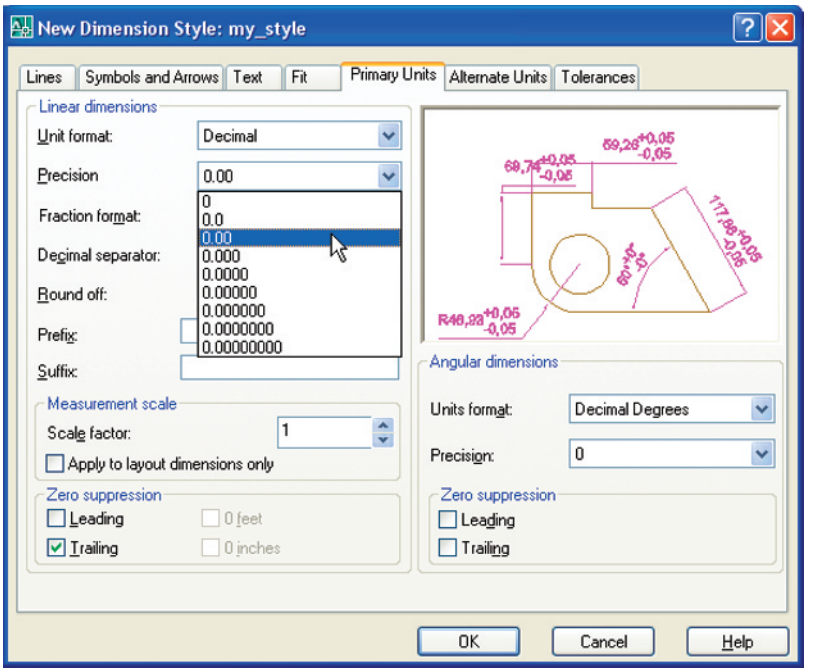

Fig. 6.21 The **Primary Units** sub-dialog of the **Dimension Style Manager**
2. *Clickthe* **Modify...** button of the dialog, followed by a *left-click on* the **Primary Units** tab and in the resulting sub-dialog make settings as shown in Fig. 6.21. Note the changes in the preview box of the dialog.